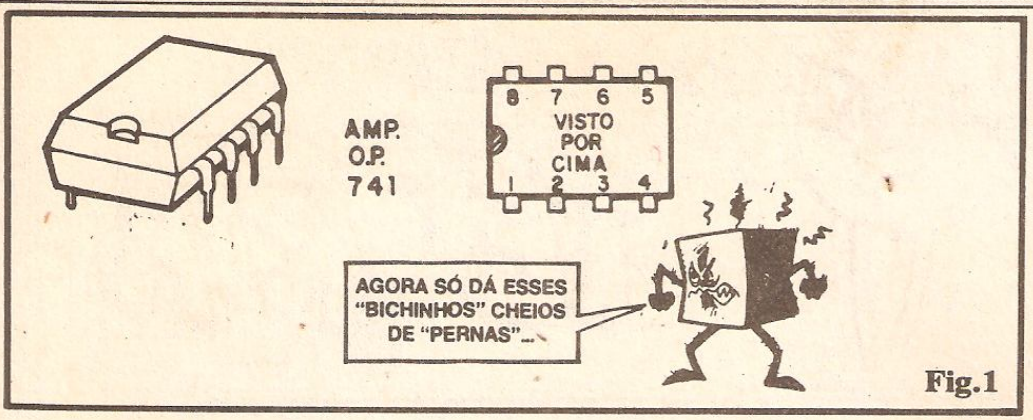

Fig.1
- **FIG. 1** - APARÊNCIA E PINAGEM - O 741 é normalmente apresentado num invólucro DIL (com duas "linhas" de pinos) de 8 "pernas", 4 de cada lado do seu